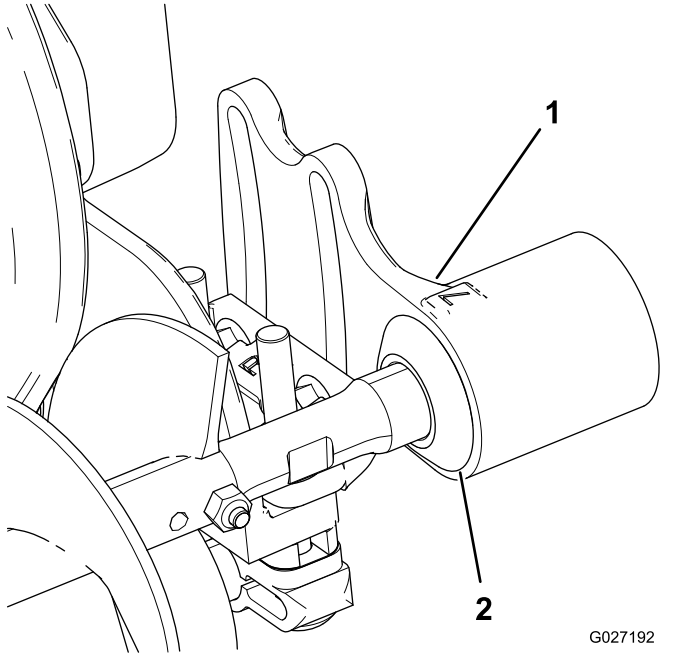

図 10
1. 各エクスクルーダシールを外側にずらし、シールのリップがそれぞれのベアリングハウジングに軽く接触するようにする図 10。